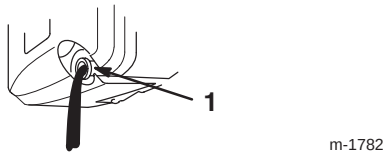

Bild 17
5. Kippen Sie den Rasenmäher auf seine **linke** Seite und lassen das Öl in das Gefäß ablaufen (Bild 17).